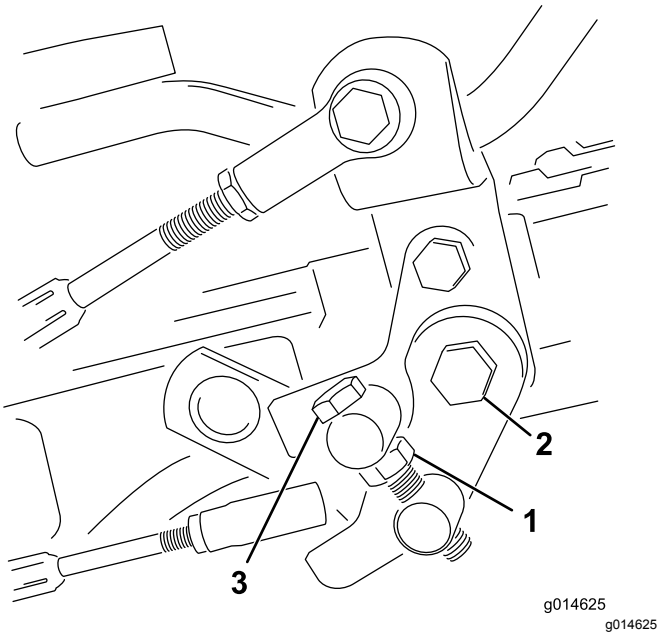

Figur 55
1. Lossa kontramuttern på justeringsbulten (Figur 55).
4. Dra åt kontramuttern på justeringsbulten och muttern på pedaltappen för att låsa justeringen (Figur 55). Kontrollera justeringen och ändra vid behov.